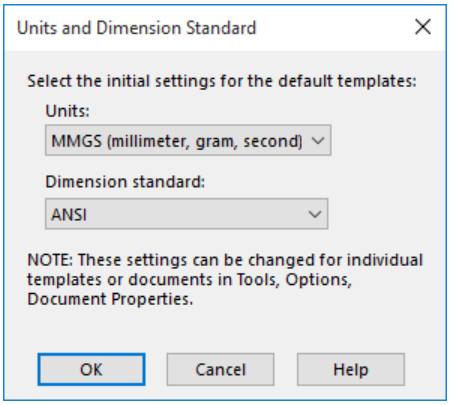

Figure 1-4 *The **Units and Dimension Standard** dialog box*
*If you are starting SOLIDWORKS 2021 for the first time, then on invoking the **New SOLIDWORKS Document** dialog box or the **Welcome - SOLIDWORKS** dialog box, the **Units and Dimension Standard** dialog box will be displayed, as shown in Figure 1-4. Using this dialog box, you can specify the default units and dimension standards for SOLIDWORKS. In this book, the unit system used is MMGS (millimeter, gram, second) and the dimension standard used is ISO.*